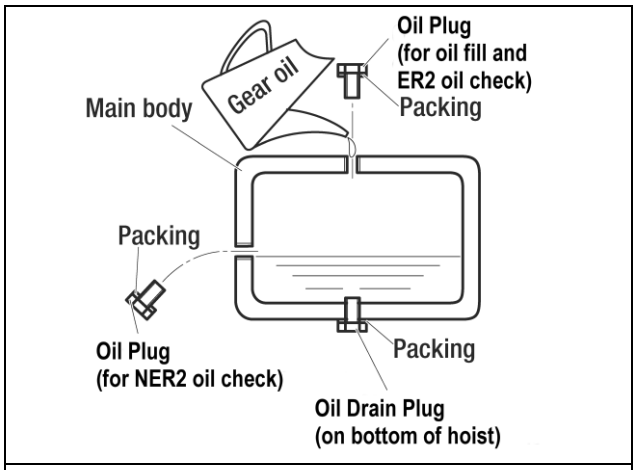

Figure 6-4 Oil Filling Diagram
- To drain the current oil from the hoist remove "Oil Plug" on top of the hoist and the "Oil Drain plug" on the bottom of the hoist. Allow the old oil to drain completely. Refer to Figure 6-4 for oil plug locations.
- Refill the gear case with the correct quantity and type of new oil or until the oil level is within the range shown in Table 6-7. Refer to Figure 6-4. Note that the NER2 & ER2 models have different oil quantity requirements.